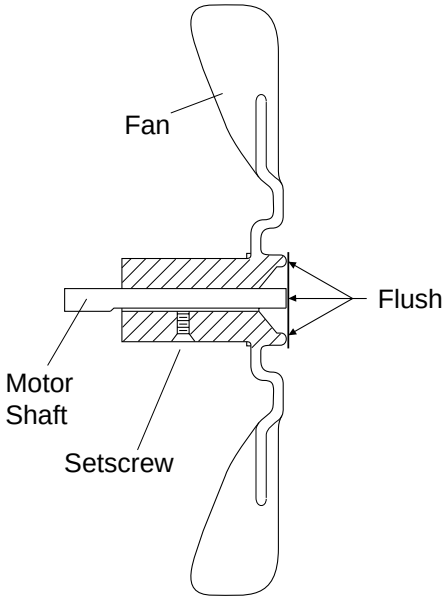

***Figure 36 - Fan Cross Section***
6. Replace fan on motor shaft. Place fan hub flush with end of motor shaft (see Figure 36).